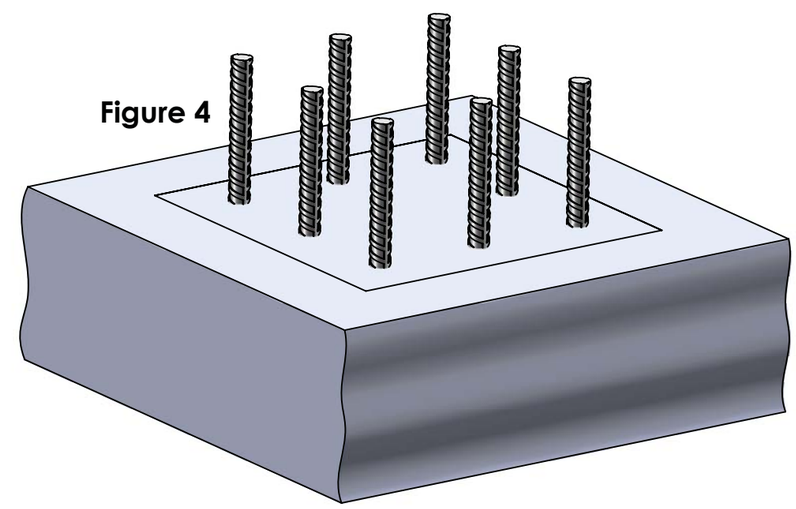

Figure 4
8. Once the concrete is cured, the clamps and template are removed, after which the excess length of dowels can be cut to the proper size. See figure 4. To determine the cut-off length of the dowels, please refer to the LENTON INTERLOK Instruction Manual. Measure from the top of the shim to accurately determine the amount to remove. Make sure to include joint thickness prior to cutting.